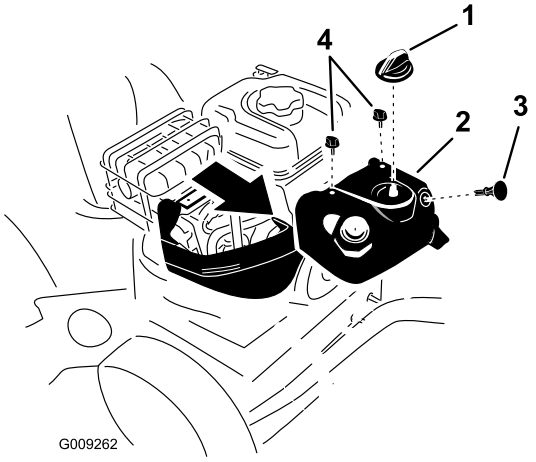

Figur 44
Merk: For å få tilgang til tennpluggen, må du først fjerne øvre snøpanser (Figur 44).
1. Ta ut chokeknotten og tenningsnøkkelen (Figur 44).
2. Fjern de to skruene som fester øvre snøpanser til snøfreseren (Figur 44).